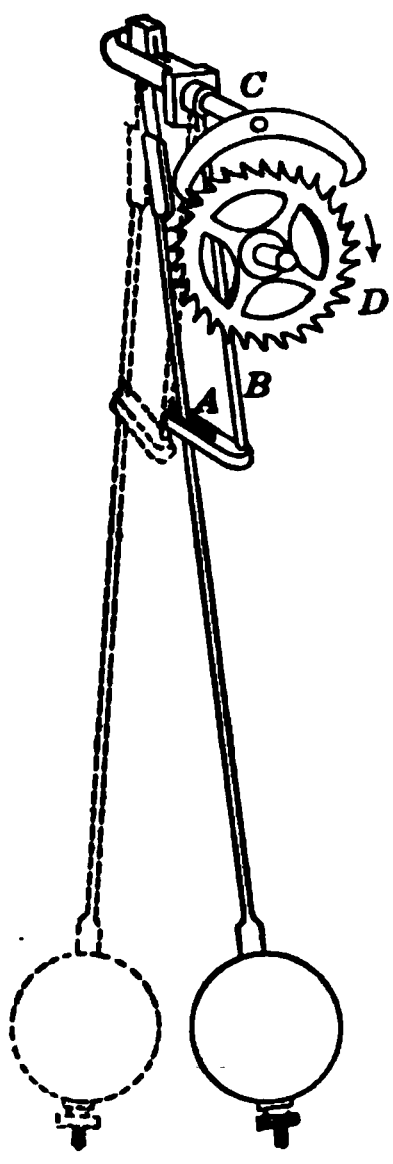

Fig. 177. Escapement wheel and pendulum of a clock.
2. **Use of pendulums in clocks.** Examine a dissected Swiss or other pendulum clock, comparing what you find with figure 177. How does the pendulum control the movement of the escapement wheel? What drives this wheel? Examine if you can, and report on the mechanism of a clock in some tower or church steeple.